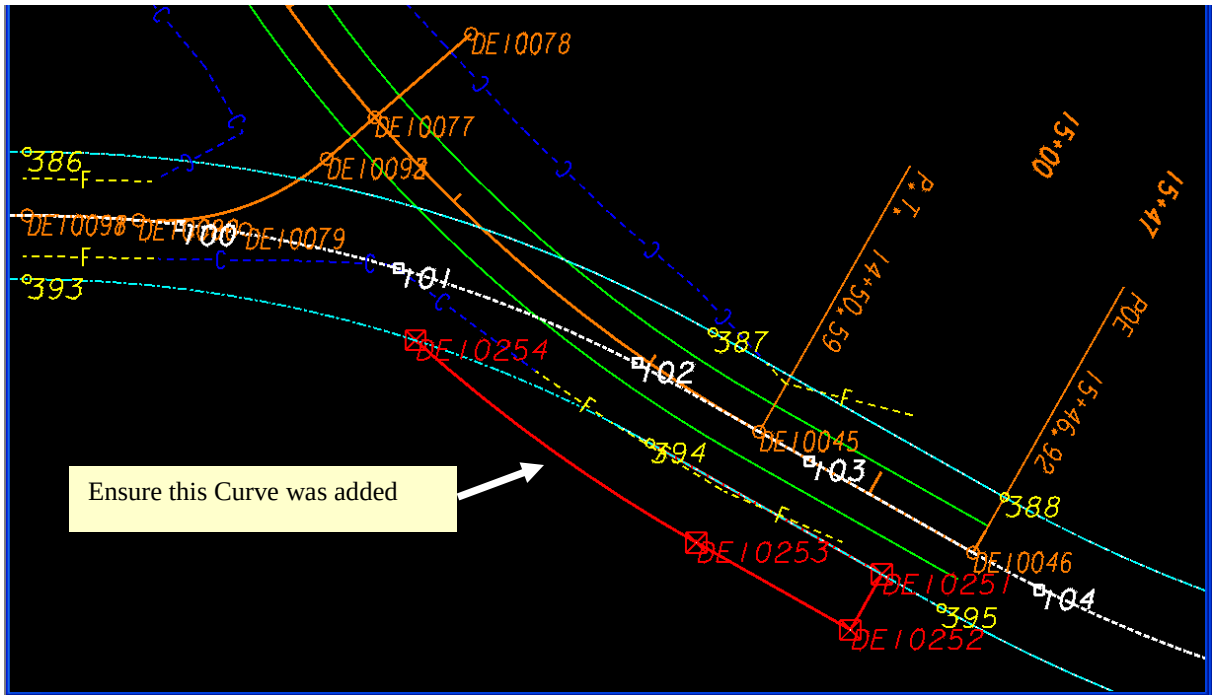

Figure L12-85 MicroStation View
• Click **Apply**. • Left click in the MicroStation window to **Accept** the operation. • Verify your view in MicroStation matches that shown in *Figure L12-85* and the Curve from **DE10253** to **DE10254** was drawn in MicroStation. • Do **not** close the **Add Fixed Horizontal Curve** dialog.